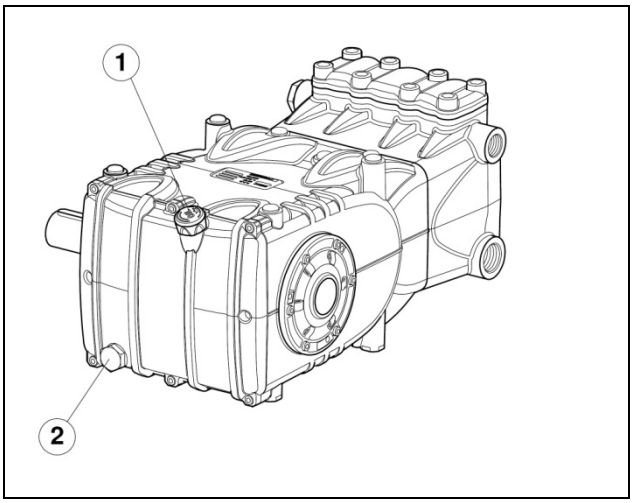

fig. 1
To remove oil, you must remove: the oil dipstick, pos.① and then the plug, pos.② , fig. 1.